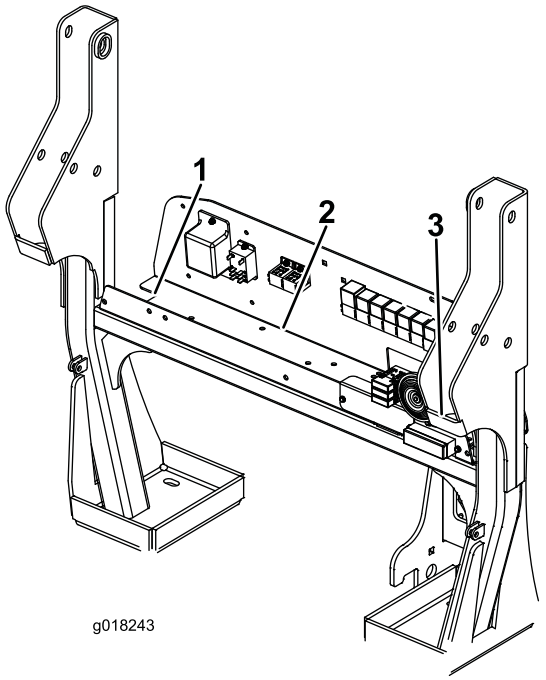
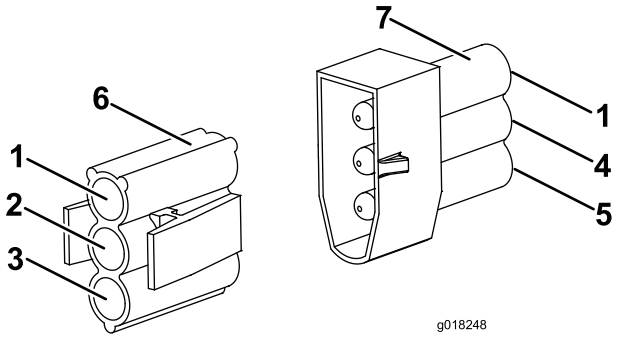

Figur 4
Figur 7
12. Kablerne skal nu tilsluttes maskinens hovedledningsnet, som er placeret på den elektriske kantplade (Figur 4). Tilslut den venstre baglygtes 4-bens ledningskonnektor til den tilsvarende 4-bens elektriske konnektor på den venstre side af hovedledningsnettet. Tilslut den højre baglygtes 4-bens ledningskonnektor til den tilsvarende 4-bens elektriske konnektor på den højre side af hovedledningsnettet. Den 2-bens elektriske konnektor på den venstre og højre baglygte skal bruges til nummerpladelygten. Kun en af de 2-bens elektriske konnekterere skal bruges.
5. Når du arbejder på den elektriske kantplade, skal du sætte 3-bens konnektoreren til den elektriske pressostats kabel i den tilsvarende konnektor på maskinens hovedledningsnet (Figur 4 og Figur 7).